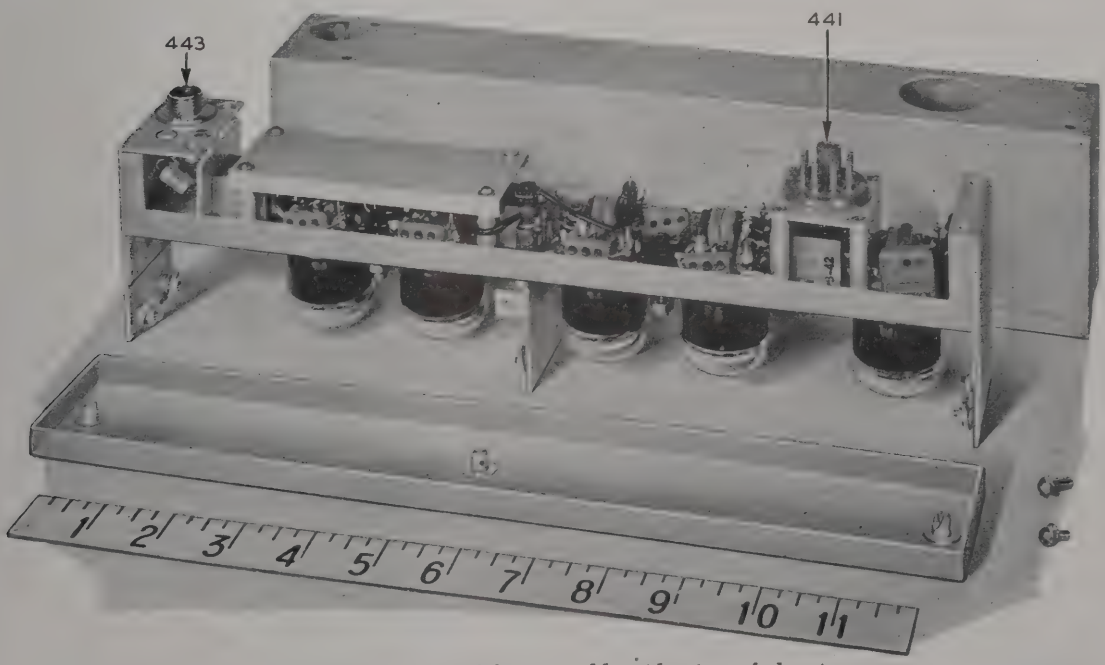

Figure 98. I-f amplifier assembly, side view of chassis. TL 43933
f. Replacement of I-f Amplifier Assembly. (1) The i-f amplifier assembly (fig. 98) is located in the top center of the indicator unit (fig. 103).
(2) Disconnect the flexible coaxial cable by unscrewing the knurled connecting ring at the bottom.
(3) Lift the whole amplifier box straight up to disconnect the plug at the bottom.
(4) Expose the five 717A tubes by loosening the three screws on top of the assembly and lifting off the cover.
(5) Unscrew the four screws on the bottom and the two screws on the side of the box.
(6) Lift off the housing in order to expose all wiring and circuit parts of the i-f amplifier assembly.
(7) Replace the i-f amplifier assembly by reversing the disassembly steps above.
b. Test Equipment. (1) The following equipment and facilities are required to perform the tests described below. Information on special test equipment can be obtained from the handbooks describing such equipment.